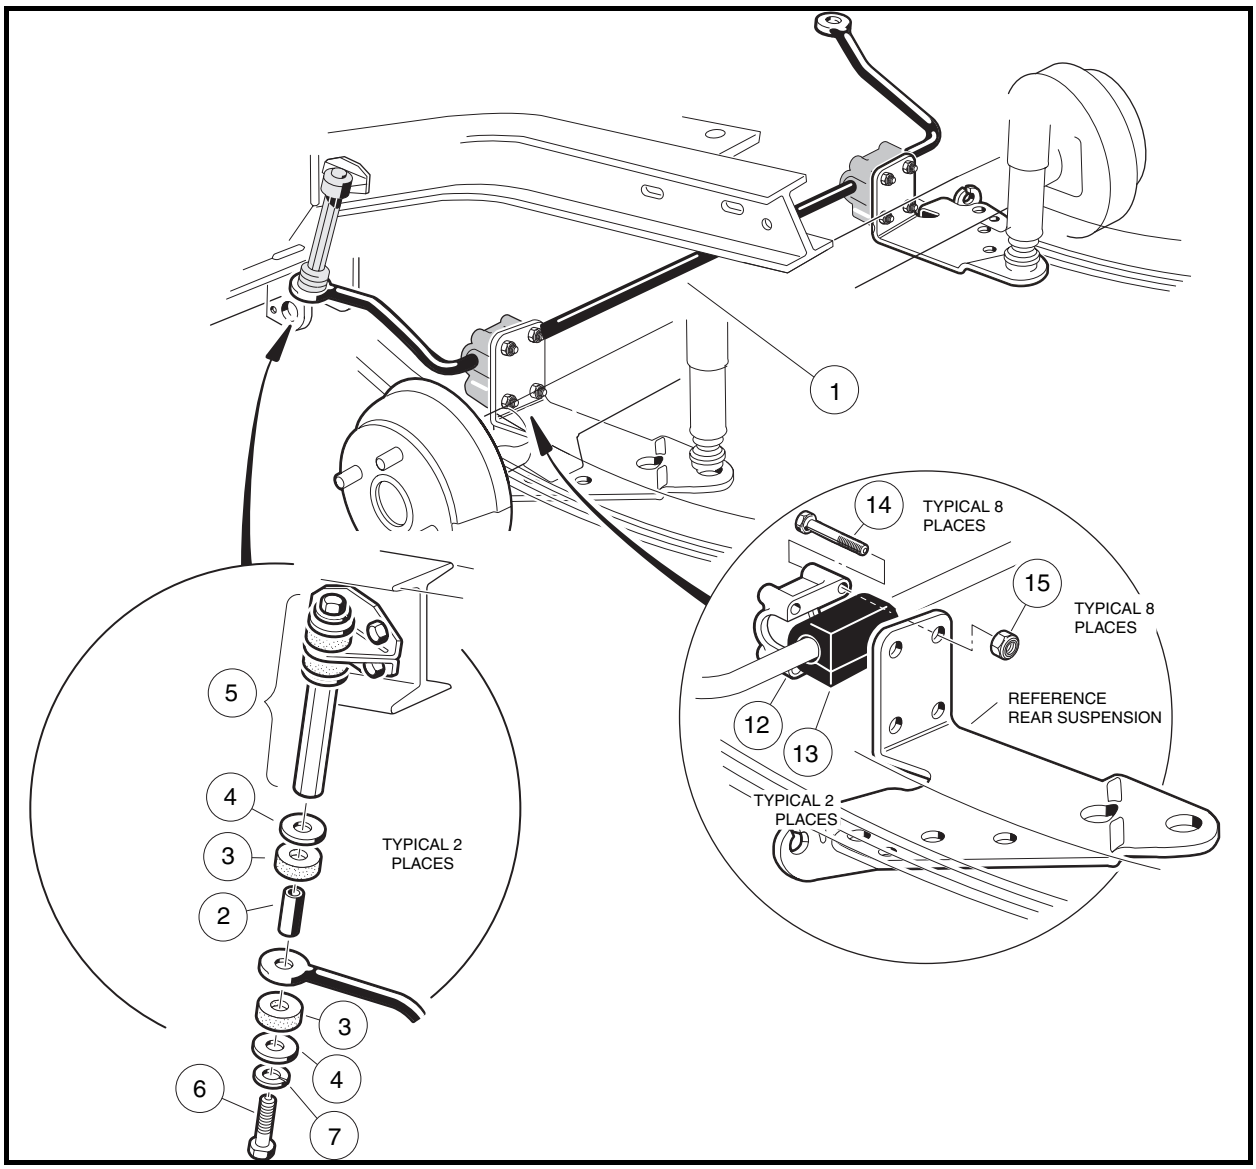

Figure 8-6 Stabilizer Bar
2. Remove bolt (6), lock washer (7), flat washers (4), compression mounts (3), and spacer (2) from left and right stabilizer bar links (5). Do not remove the stabilizer bar links from frame **(Figure 8-6, Page 8-7).**
1. Position stabilizer bar at the transaxle mounting brackets. Install a bushing (13) onto bar, making sure the bushing is located in the center of the four mounting holes in the bracket **(Figure 8-6, Page 8-7)**.
2. Place the bushing support (12) onto the bushing. Install four hex-head bolts (14) through the bushing support and transaxle mounting bracket.
3. Install four lock nuts (15) and tighten to 75 in-lb (8.4 N·m).
5. Place lock washer (7), flat washer (4), spacer (2), and compression mount (3) onto bolt (6). Install bolt through mounting hole in stabilizer bar and place another compression mount (3) and flat washer (4) onto bolt **(Figure 8-6, Page 8-7)**.
6. Install the bolt (6) with hardware into the stabilizer bar link (5) and finger-tighten.
8. Tighten bolts (6) in the stabilizer bar links (5) to 17 ft-lb (23 N·m).